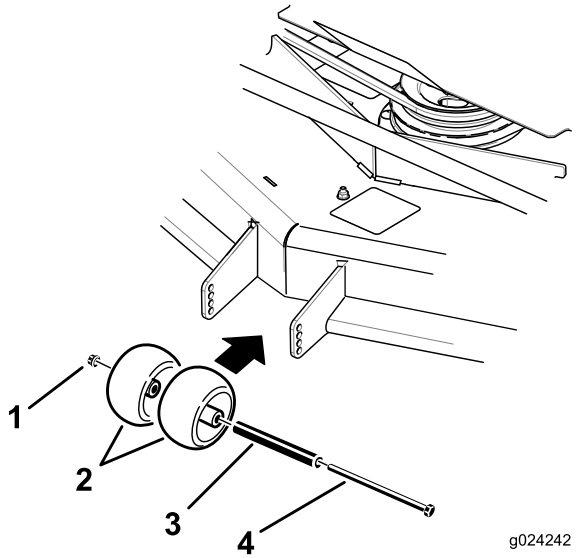
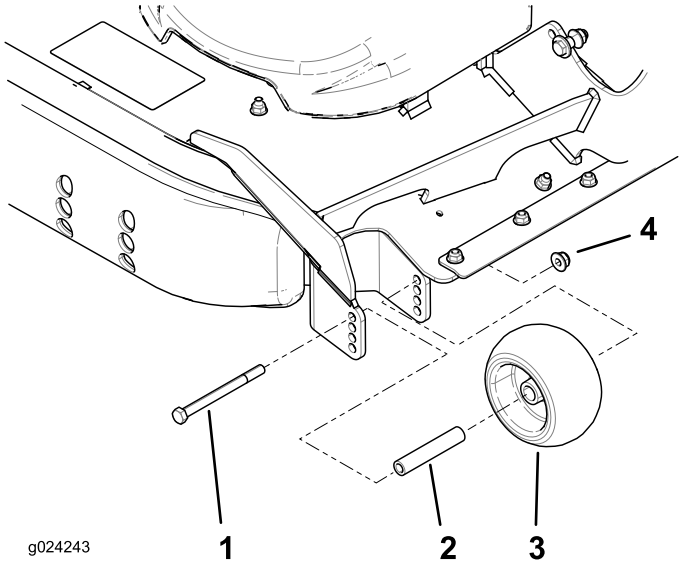

Figur 33
Figur 34
3. Justera antiskalpvalsarna på det sätt som visas i Figur 33 och Figur 34.